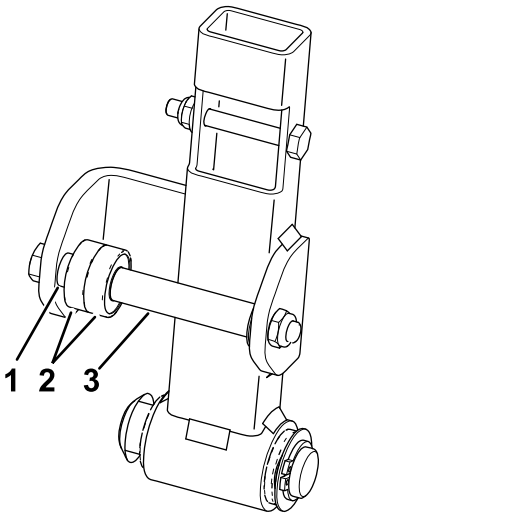

Figur 3
6. Ta bort de befintliga lagren och distansbrickorna från neutralarmen (Figur 3).
7. Montera de nya lagren och distansbrickorna (Figur 3).